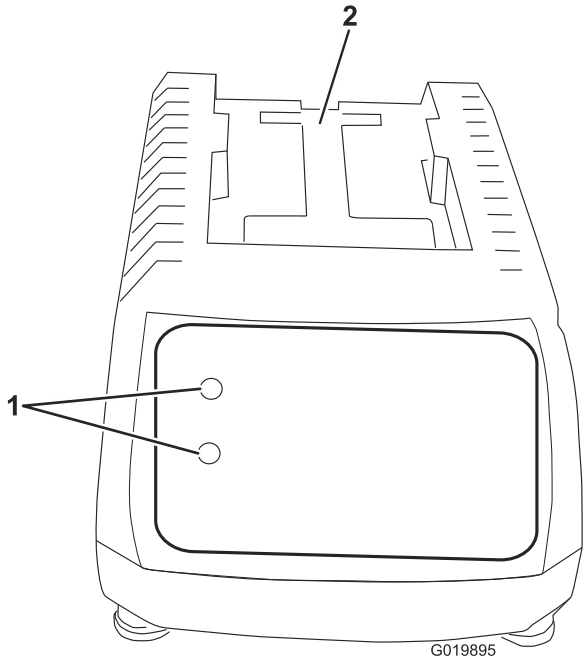
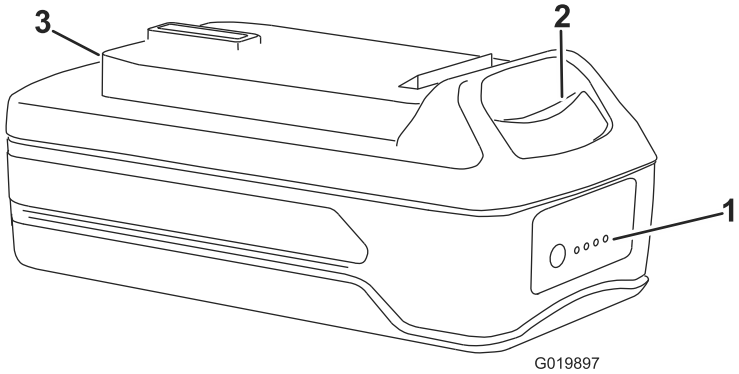

Figure 6
Figure 8
1. Retournez la batterie et placez la borne en face de la fente du chargeur (Figure 6 et Figure 8).